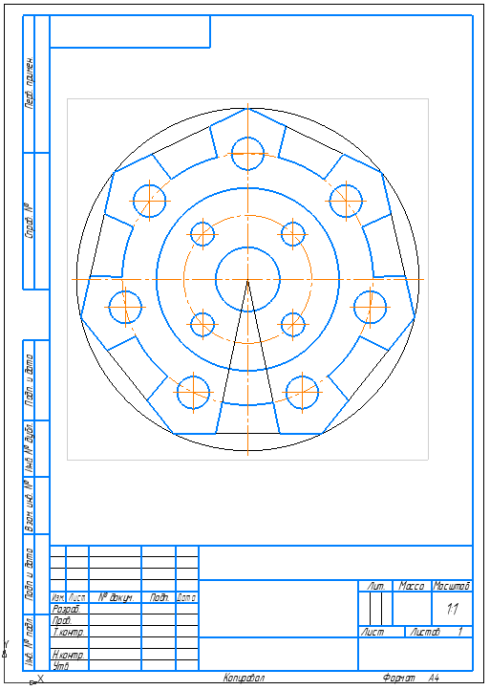

Рис. 5.29
12) Начертите окружности ∅14, используя последовательность команд: ***Правка → Копия указанием → Копия по окружности***. Режим ***Размещения копий*** – ***Вдоль всей окружности***, ***Количество копий*** – 7. Нажмите ***Enter***. Щелкните в центр модели, затем ***Создать объект***  (рис. 5.29).
, далее на ***Создать объект***. Повторите для всех окружностей ∅14 и ∅10 (рис. 5.29).